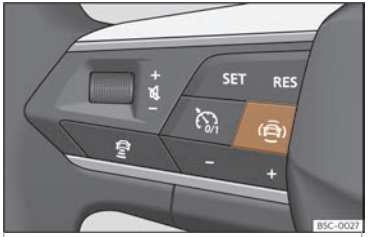

Fig. 62 Lado esquerdo do volante multifunción:tecla para os sistemas de asistencia ao condutor (dependendo das versións).
- Prema o botón >>> **fig. 62** para abrir o menú **Asistentes**.